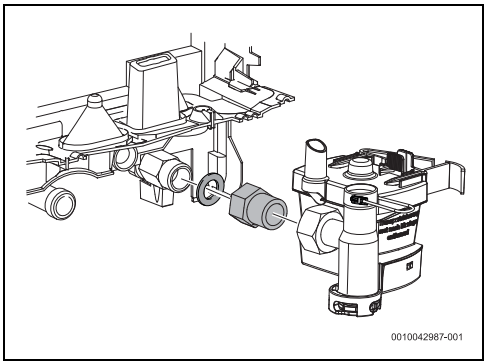

Rys. 17 Dodatkowa tuleja
- Zamontować dodatkową tuleję w celu umożliwienia poprawnej instalacji Aquastop (rysunek 17).